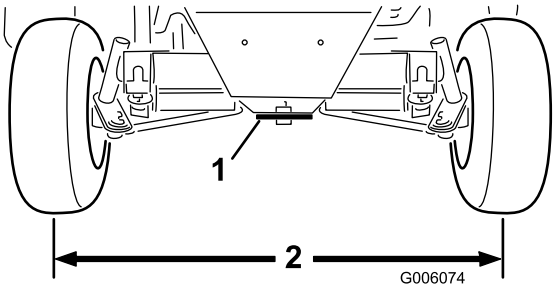

Figur 67
2. Juster begge parallellstagene til avstanden fra midten til midten foran og bak på bakhjulene er den samme (Figur 67).